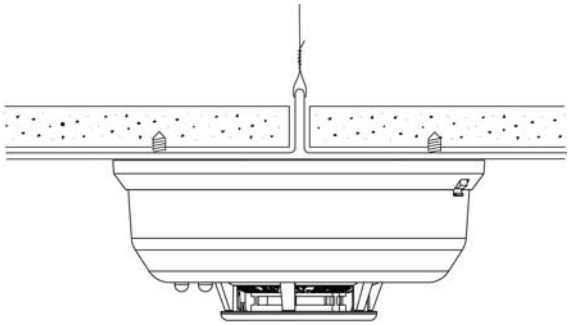

**Figure 2** Mount the smoke detector across drop ceiling panel support
- To a drop ceiling panel; mount it to a metal runner as shown in figure 2.